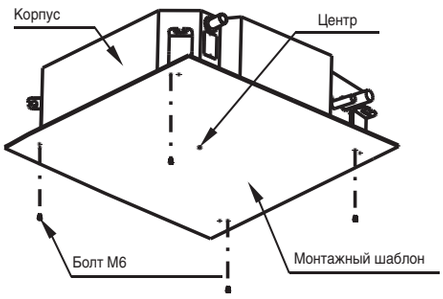

Рис. 4-3
1. Проделайте в потолке квадратную нишу 880x880 мм в соответствии с размерами монтажного шаблона (рис. 4-3).
2. После монтажа корпуса блока закрепите на нем монтажный шаблон с помощью болтов М6х12, чтобы определить размеры и расположение ниши в подвесном потолке (рис. 4-3).